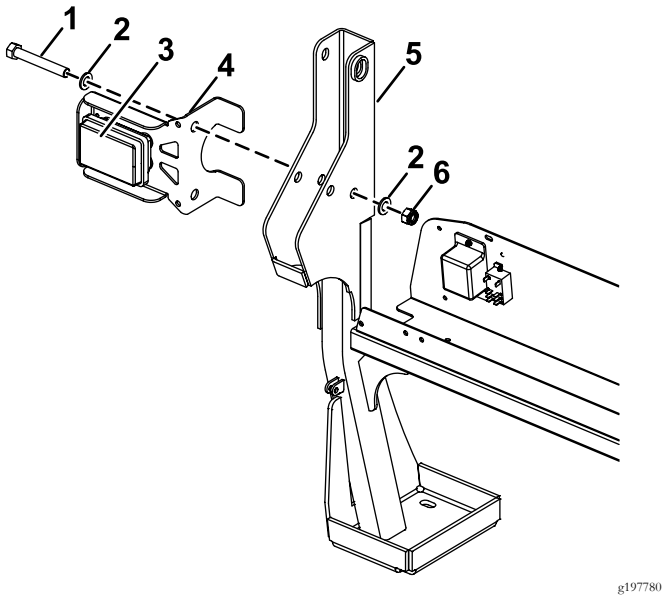
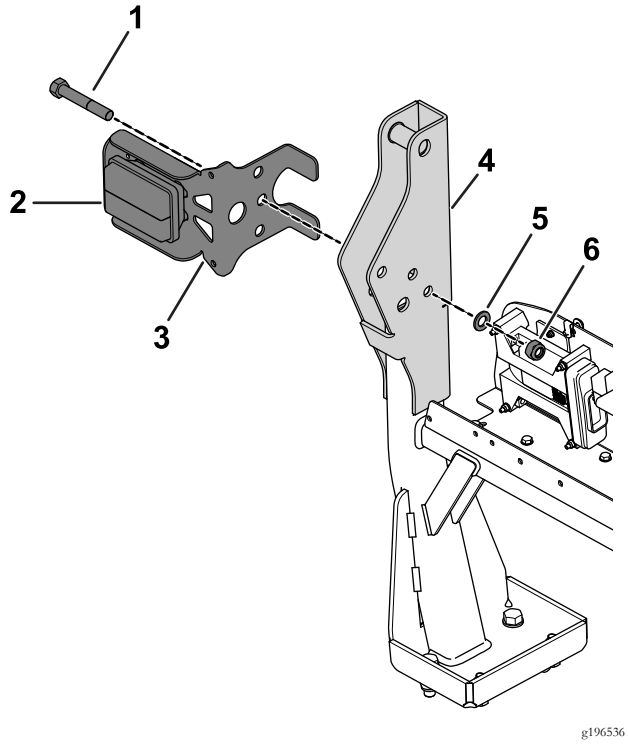

Figura 2
Figura 3
2. Perno (4)
6. Alinee el taladro indicado del soporte de la luz trasera izquierda con el taladro de la barra antivuelco, e inserte el perno nuevo (M16 x 110 mm) usando las arandelas existentes (Figura 2 o Figura 3).